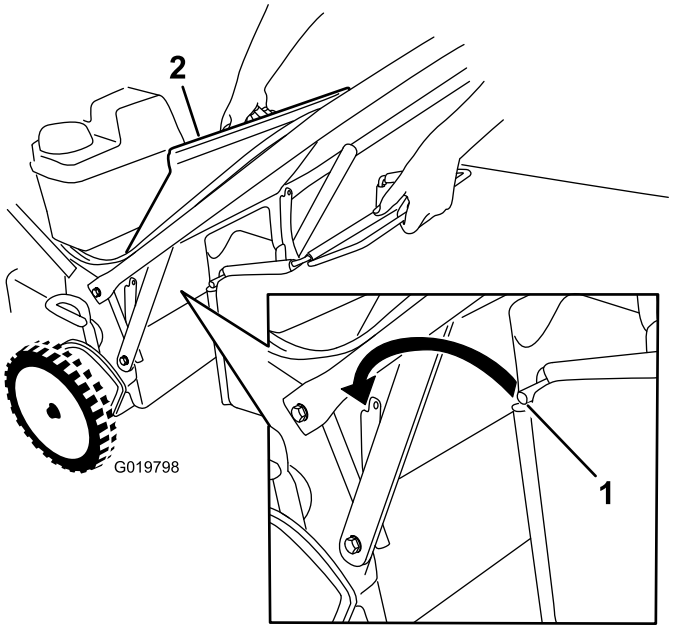

Figur 25
1. Løft den bageste deflektor, og hold den oppe (Figur 25).
3. Monter posestangen i hakkerne i bunden af håndtaget, og ryk posen frem og tilbage for at sikre, at stangen er fæstnet i bunden af begge hakker. Se Figur 25.